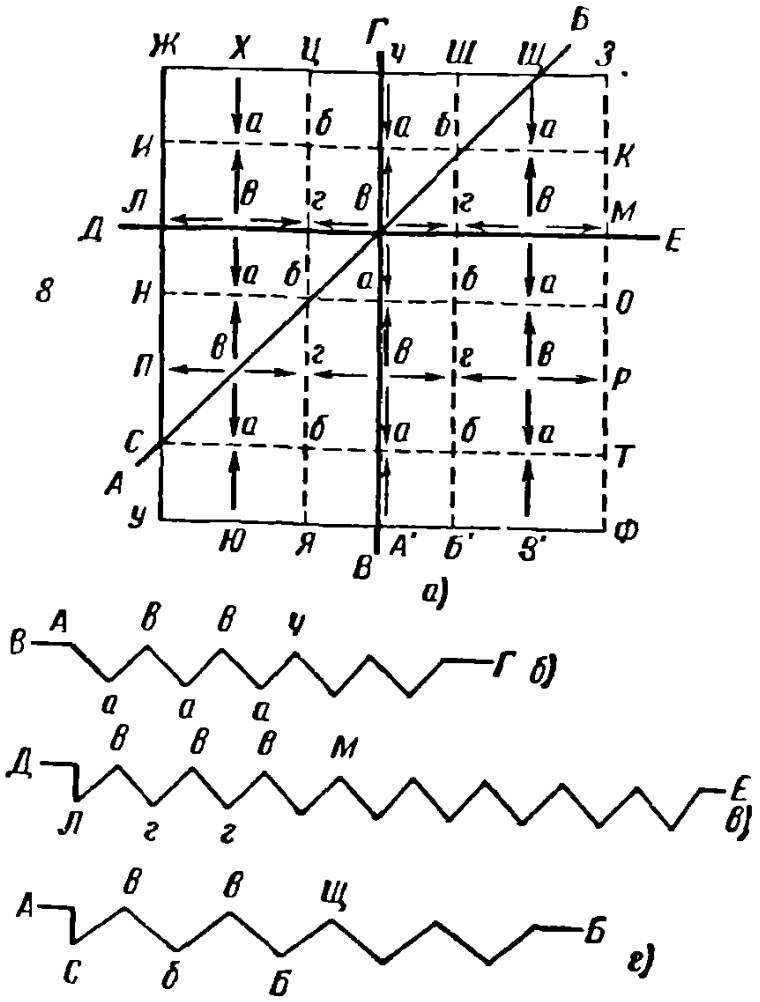

Рис. 52
1) ножом *№ 3* сделать вертикальные надрезы глубиной 5 *мм* по линиям *ЖУ, ЦЯ, ШБ', ЗФ, ПК, НО, СТ* (рис. 52, *а);*